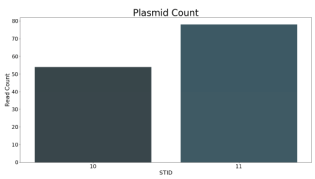

Figure 27. Quality control of the integrated tracking system
- STIDs: Verification that the tracking reagent obtained matches the expected one (if it has been used), as shown in figure 27.